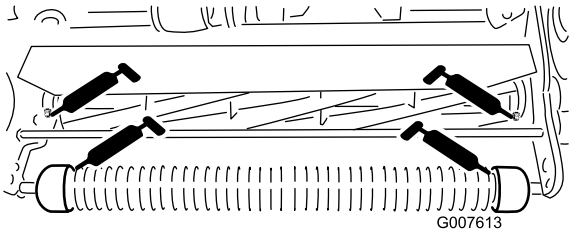

Figura 21
- 2 no rolo da frente (Figura 21)
- 2 nos rolamentos do cilindro (Figura 21)